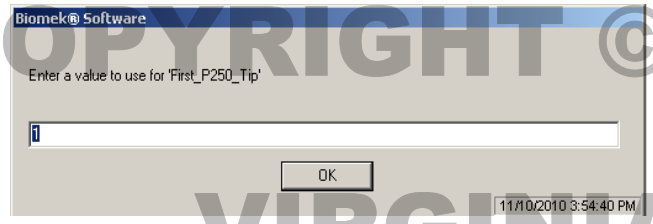

Figure 1. First tip for use for the P250 tips.
5.4.2 Select the Norm STR_NX method and click on the green arrow to initiate the method. Prompts will pop up asking the user to enter the first tip that can be used for the P250 tips (Figure 1). Enter the value and click OK. Another prompt will pop up asking the user to enter the first tip that can be used for the P50 tips. Enter the value and click OK.